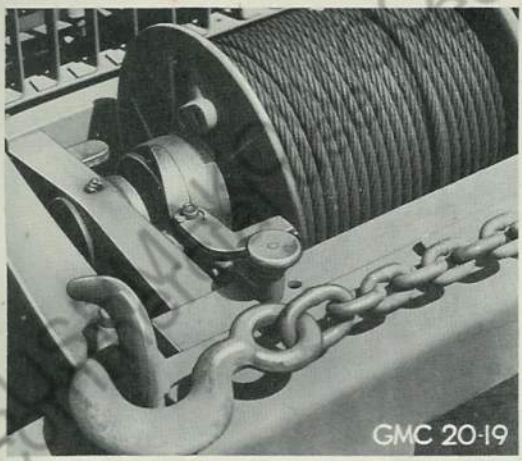

Fig. 8 Sliding Jaw Clutch Must Be Engaged at All Times (Except When Unwinding Cable by Hand)
Move sliding jaw clutch shown in Fig. 8 to disengaged position and pull cable from drum by hand.
1. Engage sliding clutch (Fig. 8), being sure that shift handle poppet is locked.